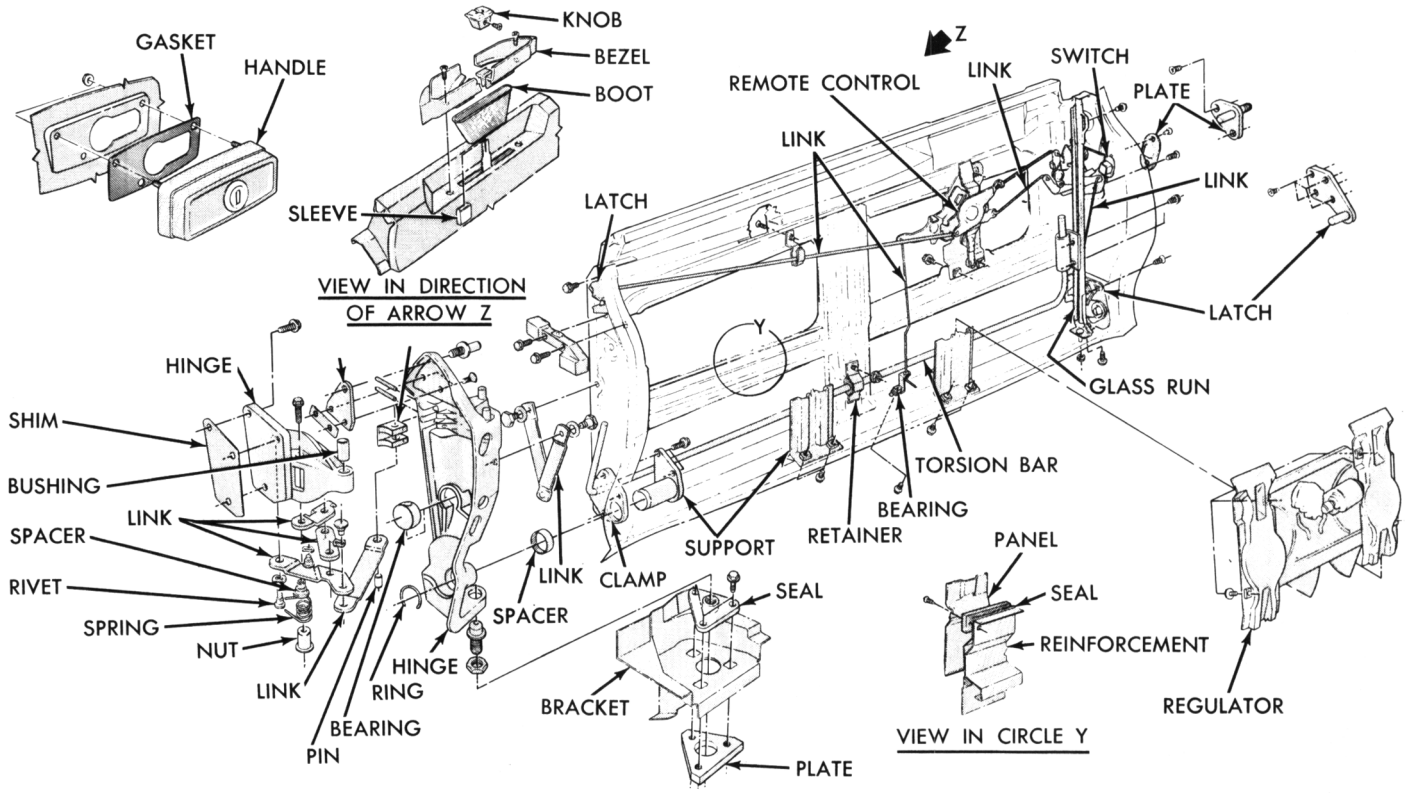

Fig. 50—Tail Gate Application
Vertical adjustment and in and out adjustment are made at the hinge plate. In and out alignment of the top of the tail gate is adjusted by moving the striker in or out to permit ease of entry of the tail gate glass into the upper run channel. Lateral adjustment to center the tail gate in the body opening is controlled at the hinge (Fig. 50).
(1) Remove check arm and torsion bar guide from pillar guide plates.
(2) Support tail gate on jacks or stands.
(3) Loosen hinge pivot pin locking screws (Fig. 50).
(4) Use a pencil and outline hinge plate position on pillar post for future assembly.
(5) Remove hinge plate attaching bolts from pillar post.
(6) Slide hinge plate and torsion bar in through guide toward center of tail gate.
(7) Lower tail gate down and out of body opening.
To replace the lock assembly (Fig. 50) remove trim panel glass and glass runs. The lock assembly is retained on tail gate by screws accessible at end of tail gate.
To replace the lock cylinder (Fig. 50) it is first necessary to remove the glass and regulator to gain access to the lock cylinder retainer (horseshoe type).
Tail gate remote handle (Fig. 50) adjustment can be made by removing the plug located near the rotor in the lock facing of the tail gate. Loosen the hex bolt in the lock assembly and adjust the ratchet levers to allow the lock rotor to spin freely when the actuator rod is in the open position. Tighten the hex bolt after the adjustment has been made. This adjustment must be made on both sides.